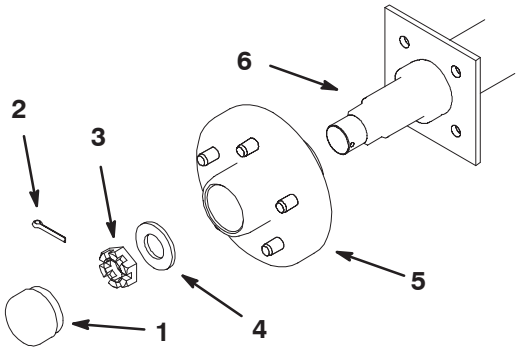

Figure 2
4. Remove the grease cap, cotter pin, castle nut and washer securing the wheel hub to the axle shaft (Fig. 2). Remove the wheel hub from the axle shaft. Make sure all the wheel hub components are off the shaft and that the shaft is free of any debris.
6. Mount the brake drum to the axle shaft with a washer, castle nut, cotter pin and grease cap, positioning the components as shown in figures 2 & 3.